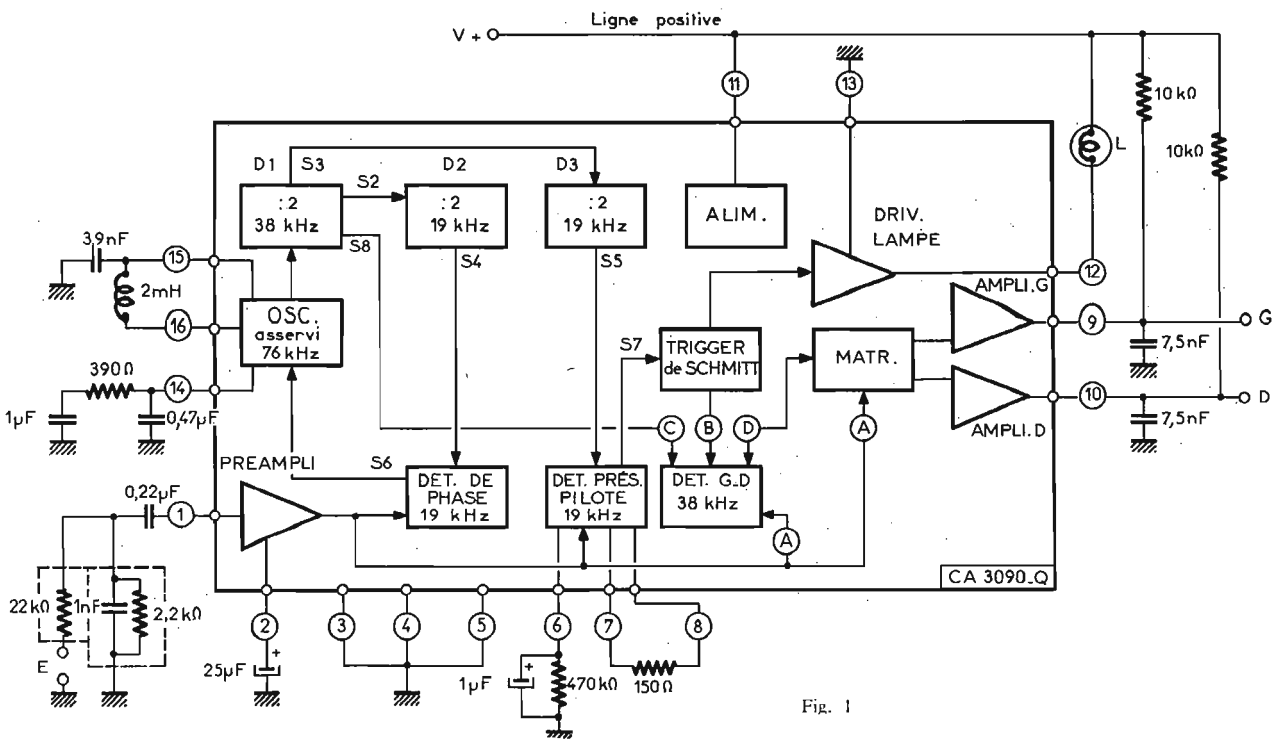
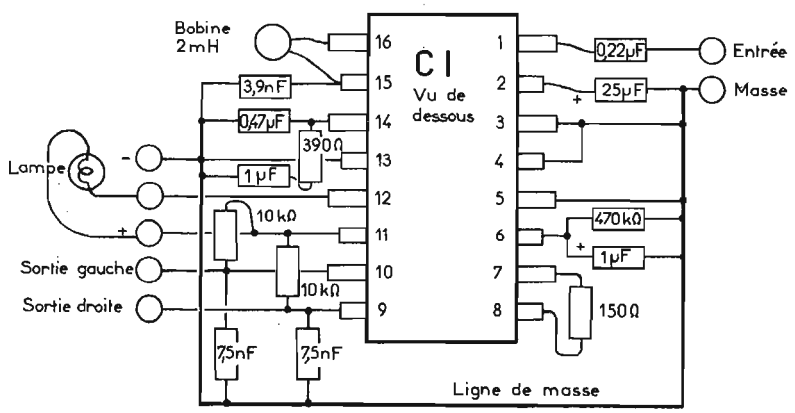

Fig. 1
Fig. 3
Il suffira de consulter le schéma fonctionnel de la figure 1 qui donne également le branchement de tous les éléments extérieurs (dits « discrets ») aux points de terminaison 1 à 16.
L'analyse rapide du fonctionnement du circuit intégré, monté en décodeur selon le schéma de la figure 1, peut s'effectuer en partant de l'entrée du signal provenant du détecteur du tuner FM, cette entrée étant au point 1 du CI. Celle du décodeur est désignée par E lorsqu'on effectue des mesures. Dans ce cas, le circuit composé de la résistance de 22 kΩ, de celle de 2,2 kΩ et du condensateur de 1 nF doit être utilisé mais, en montage pratique, comme décodeur, on effectue le branchement de la sortie du tuner FM entre masse et le condensateur de 0,22 μF. Cette disposition est d'ailleurs adoptée sur le plan de la figure 3.
Le signal du point 1 est transmis (voir figure 1) à un préamplificateur à faible distorsion. Le point 2 est prévu pour un découplage, effectué avec un condensateur de 25 μF, tandis que le point de sortie de ce préamplificateur est relié au détecteur de phase « 19 kHz » et au détecteur G-D « 38 kHz ». Ce signal (A) est toujours le signal composite mais amplifié.